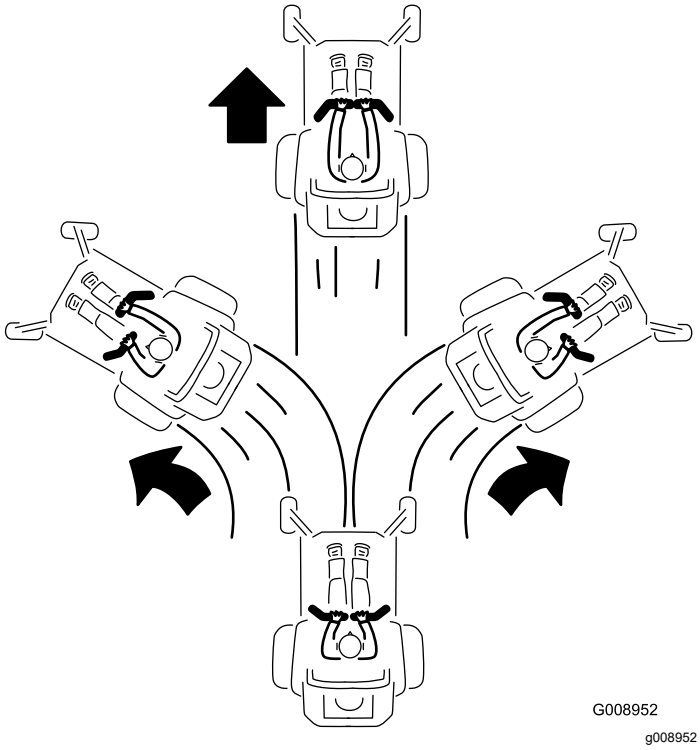

**Figur 26**
3. Skyv bevegelsekontrollspakene forsiktig forover for å gå fremover (Figur 26).